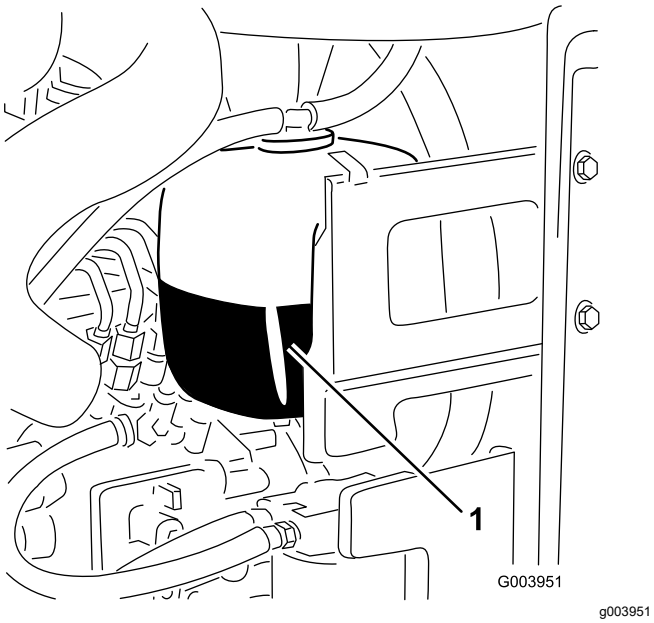

Rysunek 59
1. Sprawdź poziom płynu chłodzącego w zbiorniku rozprężnym (Rysunek 59).